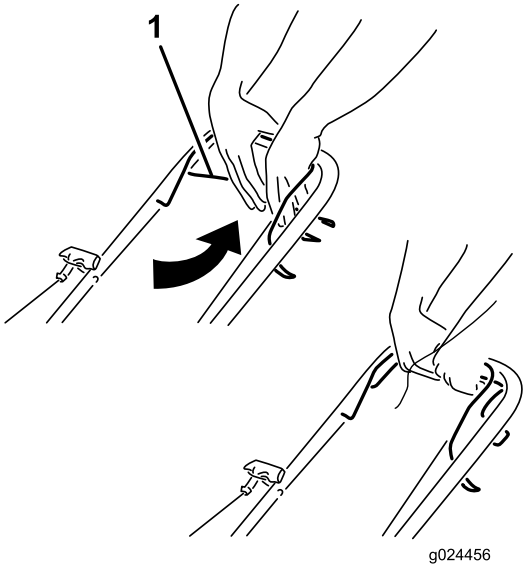

Bild 14
- **Einkuppeln des Selbstantriebs:** Halten Sie den Selbstantriebsbügel gegen den Holm gedrückt (Bild 14).